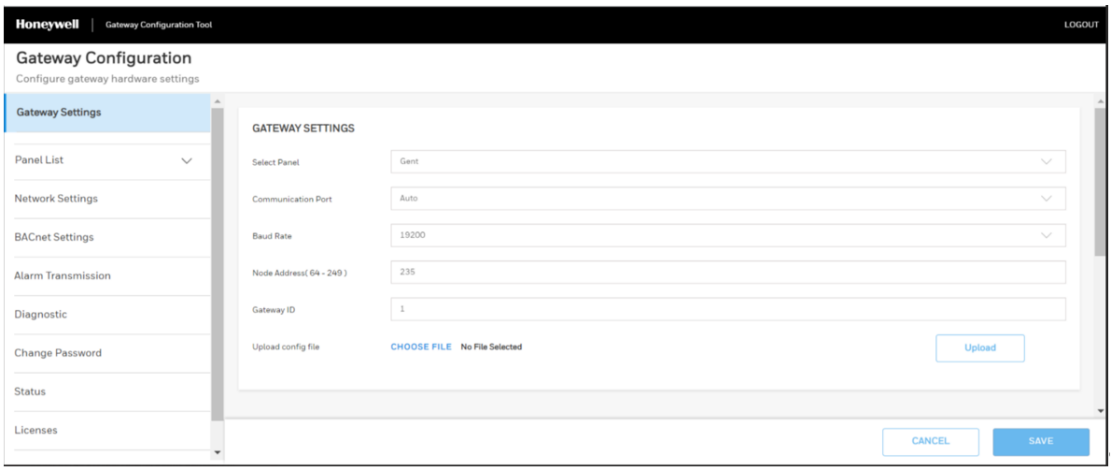

Figure 5.4: Gateway Settings Screen
8. Click **Gateway Settings** (see Figure 5.4).